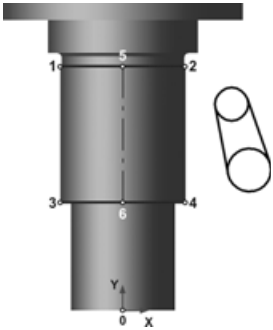

Рис. 5.247
- С помощью команды **Отрезок, касательный к двум кривым** постройте к окружностям два внешних касательных отрезка (рис. 5.247).